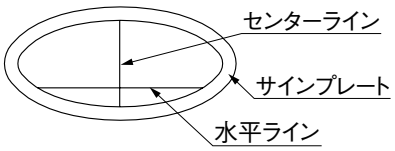

図7-1
❶サインプレートにあとから消せる物で、センターラインと水平ラインを引いてください。（図7-1参照）